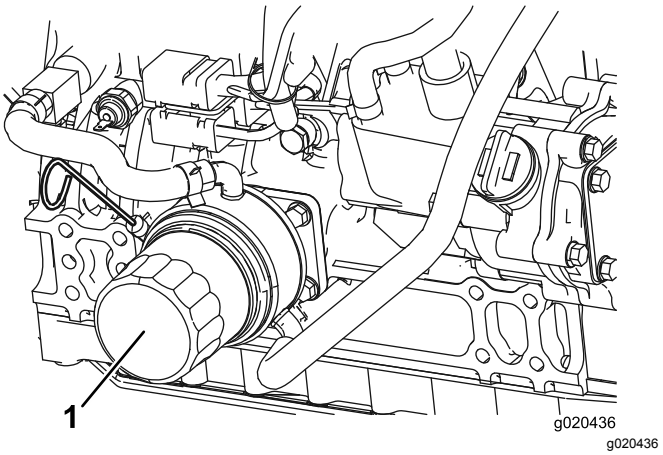

Figur 75
2. Ta av oljefilteret (Figur 75). Stryk et tynt lag med ren olje på den nye filterforseglingen før du skrur den på. **Ikke stram for mye.**